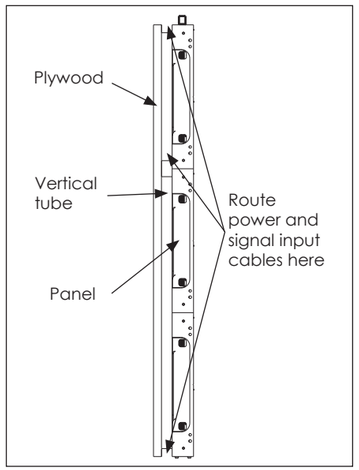
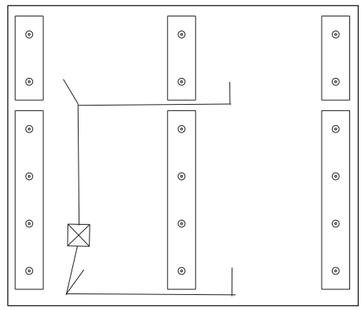

Figure 9: *Power & Signal Routing (Left View with Panels)*
Figure 10: *Power & Signal Routing (Front View without Panels)*
2. Route power/signal inputs around the structure prior to panel installation. Use the designed gaps between the vertical tubes and at the top and bottom of the display to run the cables horizontally across the display. Refer to **Figure 9** and **Figure 10**.